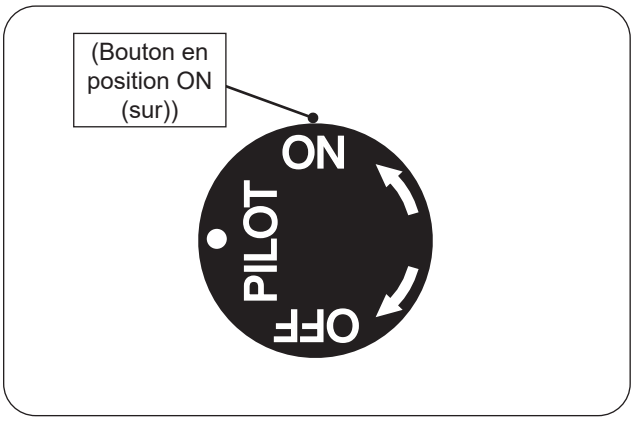

Fig. 52-1 Éclairage manuel
1. Assurez-vous que la veilleuse brûle. Tournez le bouton de commande du gaz dans le sens antihoraire ↶ sur ON (sur) pour allumer le brûleur (Fig. 52-1). La valve s'ouvrira et le brûleur s'allumera.